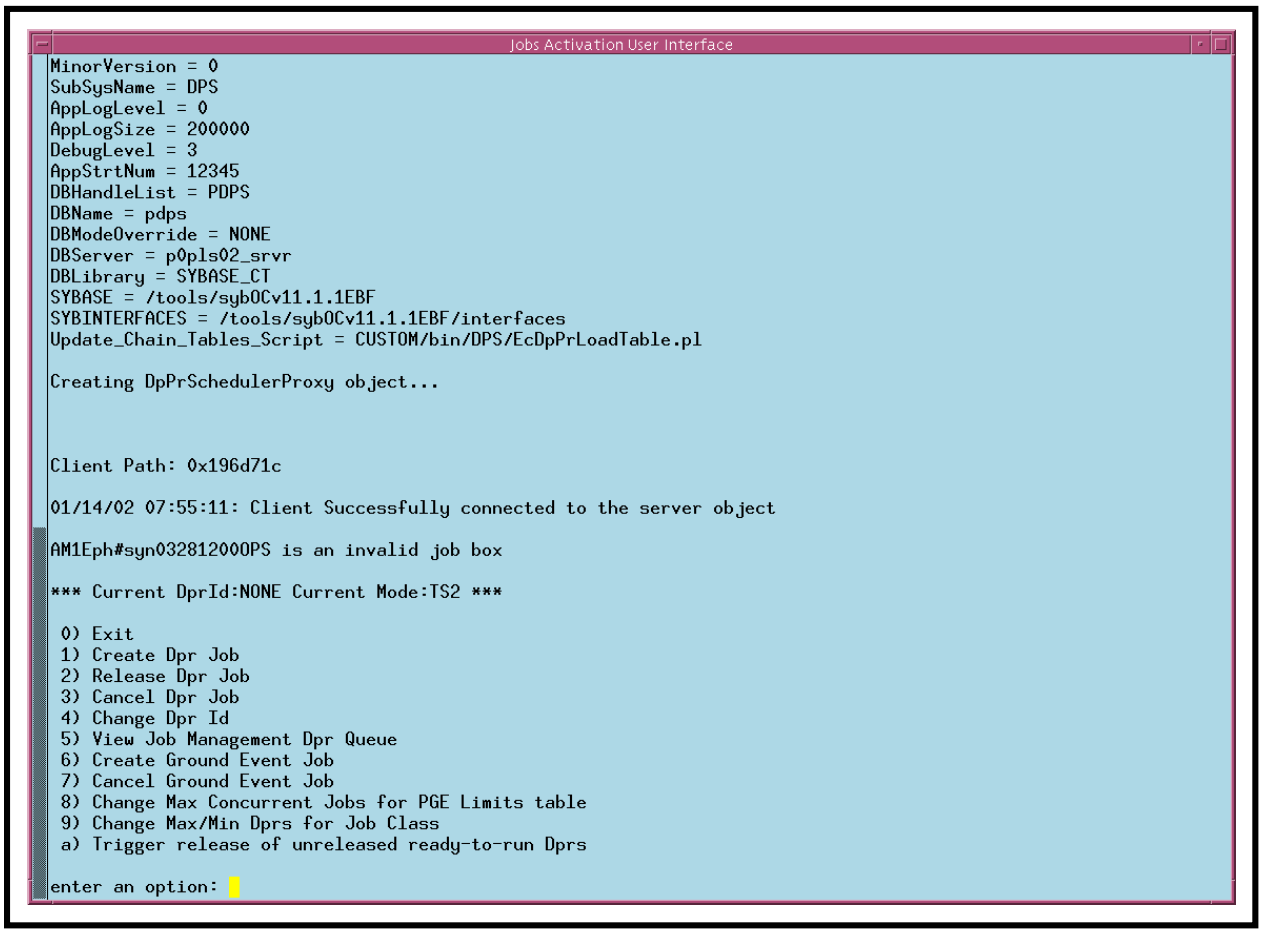

Figure 78. Job Activation User Interface Window
- The **Job Activation User Interface** window (Figure 78) is displayed.